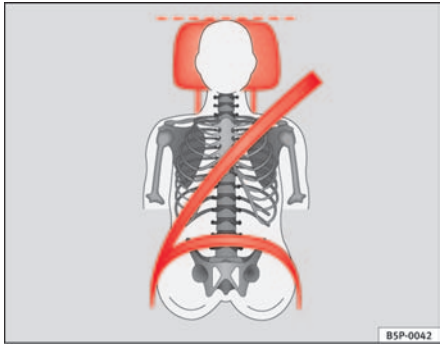
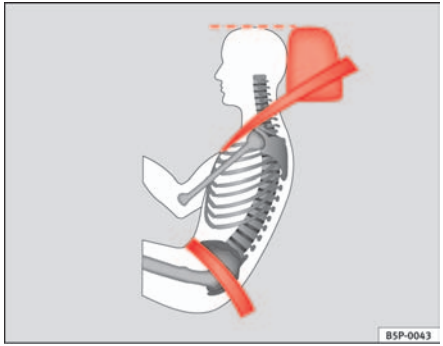

Fig. 3 Properly adjusted head restraint viewed from the front
Fig. 4 Properly adjusted head restraint viewed from the side
– Adjust the head restraint so that its upper edge is at the same level as the top of your head, or as close as possible to the same level as the top of your head and, at the very least, at eye level.⇒ fig. 3 and ⇒ fig. 4